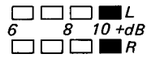

Fig. 2
7. Lower the input to 0.3 dB so that LINE OUT output is +8.7 dB. While pushing PEAK HOLD MANUAL switch, adjust RV110, 310 so that the segment lights up dimly as in Fig. 2.
8. Adjust the input level so that LINE OUT output is +9 dB. At this time, the segment in Fig. 2 should light up completely.